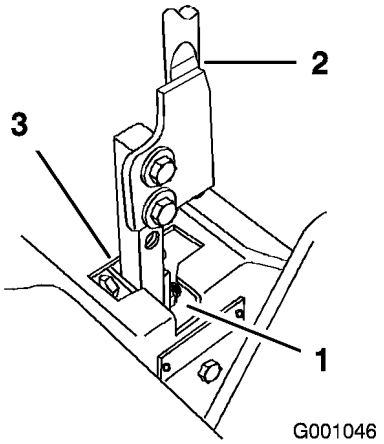

Figur 64
5. Flyt grebet til den neutrale position, men ikke låst (Figur 64).
6. Træk håndtaget tilbage, indtil gaffelbolten (på armen under drejeakslen) berører enden af åbningen (begynder netop at lægge tryk på fjederen) (Figur 64).
7. Kontroller, hvor håndtaget er i forhold til hakket i konsollen (Figur 64). Det skal være i midten, så håndtaget kan dreje udad til den neutrale låseposition.